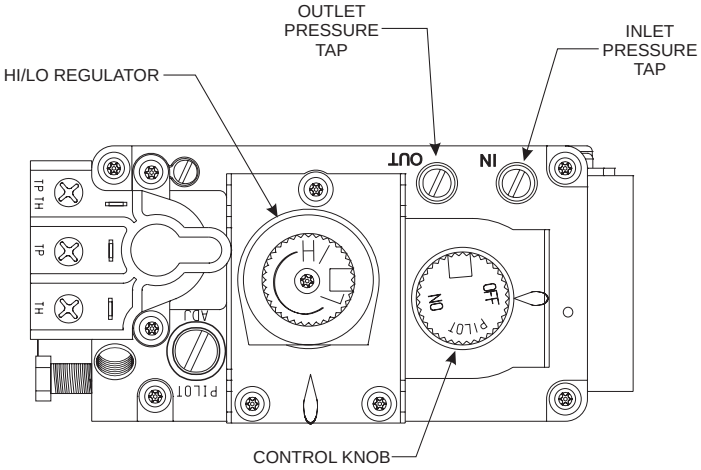

**Figure 76**
***NOTICE***: The gas control valve allows you to increase or decrease the height of the main burner flame. The control valve has a pressure regulator with a knob as shown in **Figure 76.** Rotate the knob clockwise to "HI" to increase the flame height and counterclockwise to "LO" to decrease the flame height.